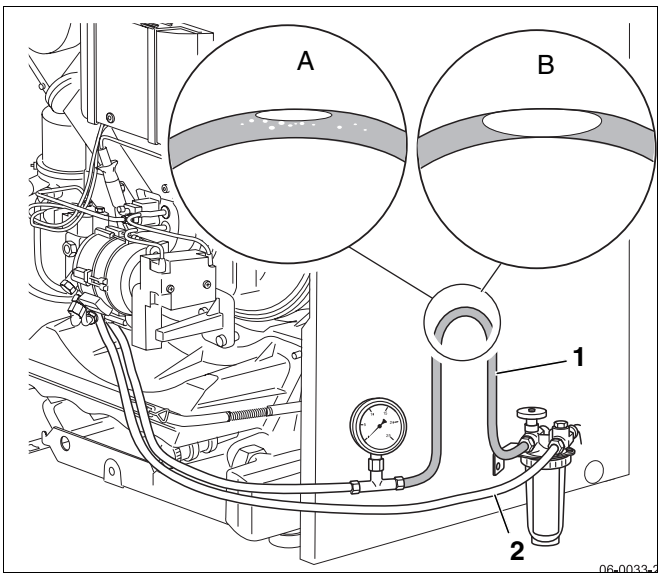

Bild 70 Transparenten Schlauch hochbinden (Prinzipdarstellung)
- Transparenten Schlauch (Bild 70, **Pos. 1**) in die Saugleitung hinter dem Ölfilter (Bild 70, **Pos. 2**) einbauen.
- Eine Schlaufe des transparenten Schlauchs in der gezeigten Weise (Bild 70) hochbinden.
- Sichtkontrolle der sich ansammelnden Luftmenge (Bild 70, **Lupe A** und **B**) durchführen.
Wenn sich lediglich eine geringe Luftmenge an der höchsten Stelle der Schlaufe (Bild 70, **Lupe A**) sammelt, ist die Ölleitung ausreichend dicht.
Bei größeren Luftblasen (Bild 70, **Lupe B**) sind die Saugleitung und/oder die Anschlüsse undicht.